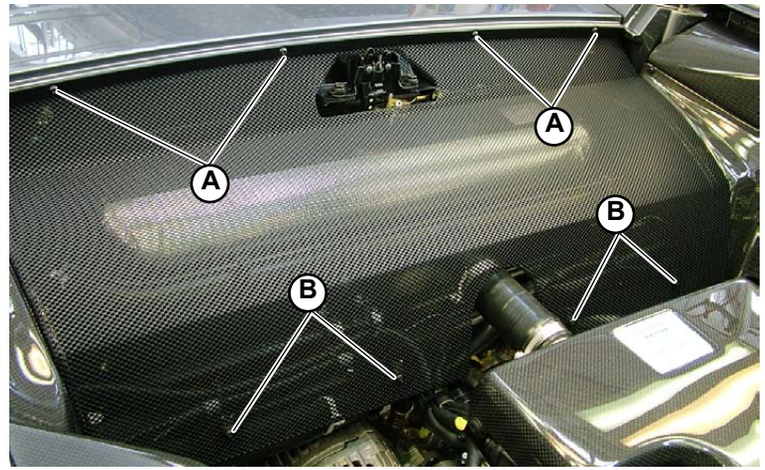

Fig.9
1. To secure the silencer safety grid to the car, tighten the 4 upper screws (**A-Fig.9**) and the 4 lower screws (**B-Fig.9**).